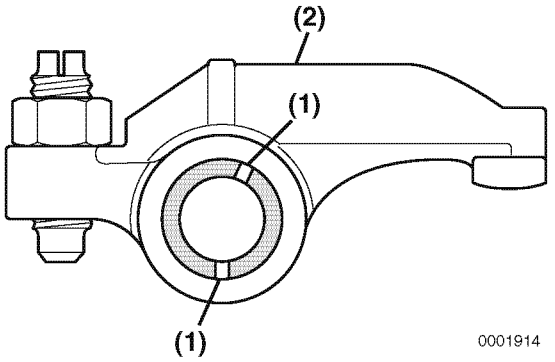

Figure 6-35
Note: Ensure the lubrication holes **(Figure 6-35, (1))** in the rocker arm shaft are oriented correctly with respect to the rocker arms **(Figure 6-35, (2))**.